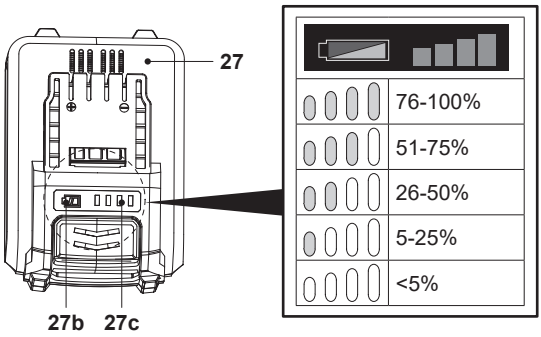

Fig. 9
La batería (27) está equipada con indicadores de capacidad de la batería (27c) que se utilizan para señalar la capacidad restante de la batería. Pulse el botón de capacidad (27b) para comprobar la capacidad de la batería (Fig. 9). Los LED permanecerán encendidos durante aproximadamente 3 segundos.